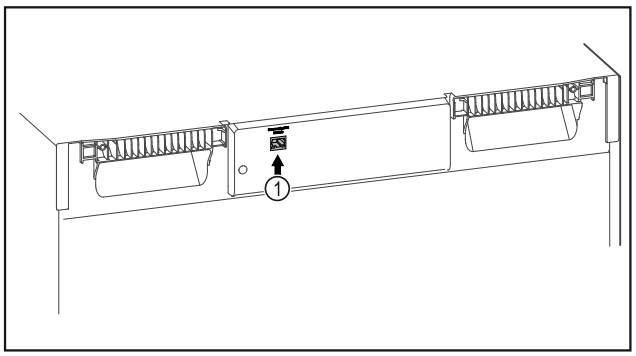

Fig. 88
❑ SmartModule *Fig. 88 (1)* este instalat.